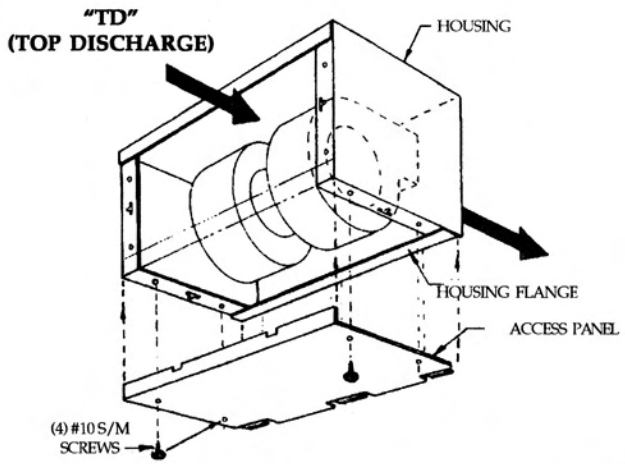

FIG.2
2) REASSEMBLE THE ACCESS PANEL; ROTATE THE ACCESS PANEL 90 DEGREES AND REMOUNT IT TO THE HOUSING. REINSTALL THE FOUR #10 SCREWS. SEE FIG. 2.